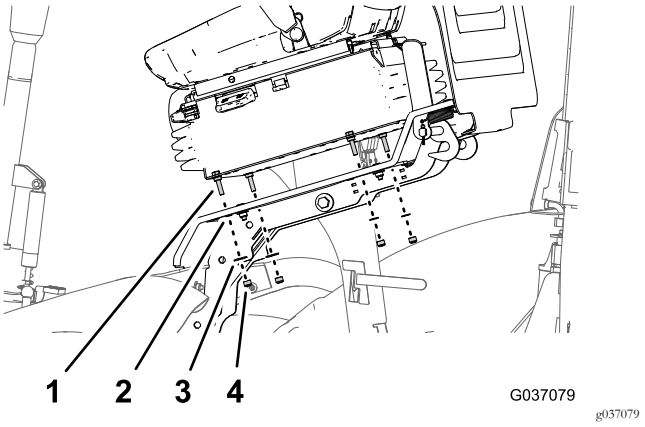

Figuur 18
3. Lijn de 4 tapbouten (8 x 25 mm) van de nieuwe stoel uit met de openingen in het bestuurdersplatform (Figuur 18).